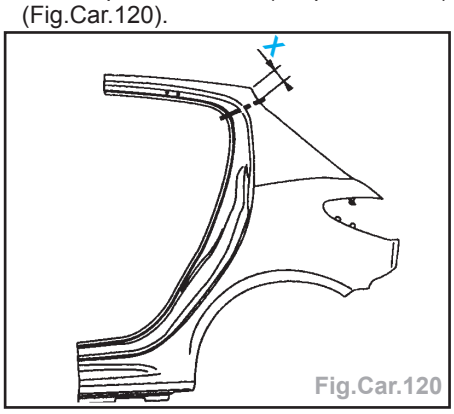

Fig.Car.120
- Tracer puis découper l'aile à l'aide d'une meule épaisseur 1 mm (coupe définitive) (Fig.Car.120).